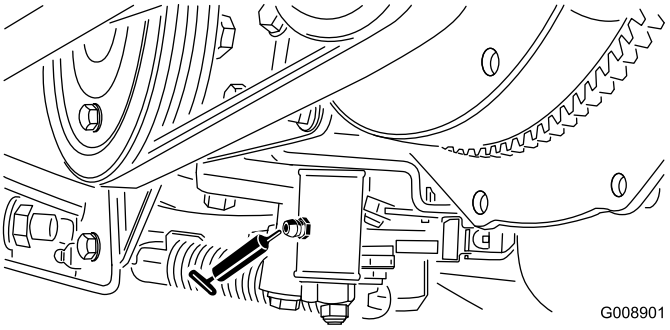

**Figur 54**
- Neutraljusteringsmekanismen (Figur 54)